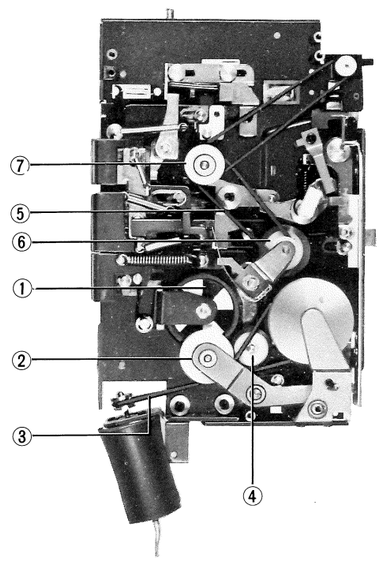

Fig. 18
6. Playback torque Fig. 18
2) Replace clutch disk ass'y. ①
3) Replace take-up wheel. ②
4) Replace drive belt. ③
7. Fast forwarding torque Fig. 18
2) Replace idler ass'y. ④
3) Replace clutch disk ass'y. ①
8. Rewinding torque Fig. 18